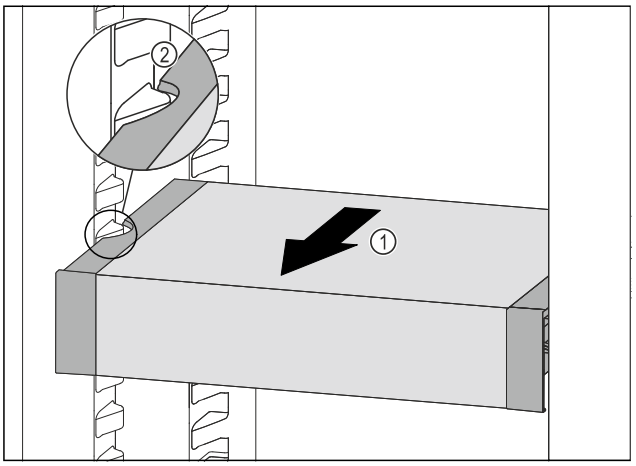

Fig. 159
▶ Pavelciet VarioSafe uz priekšu *Fig. 159 (1)*, līdz VarioSafe sānu padziļinājumi ledusskapja nodalījumā atrodas tvertnes ribas augstumā. *Fig. 159 (2)*